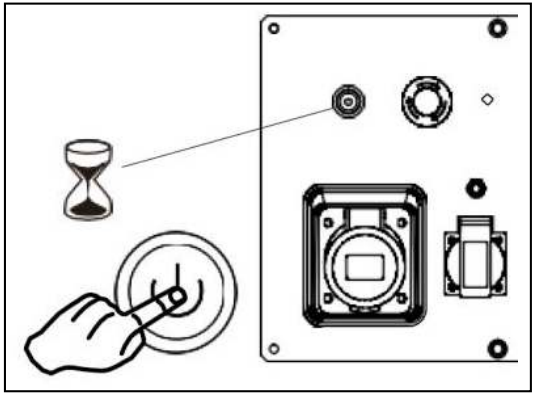

Рис. 22
- Нажмите и удерживайте кнопку СТАРТ / СТОП в течение 1-3 сек., (Рис. 22).